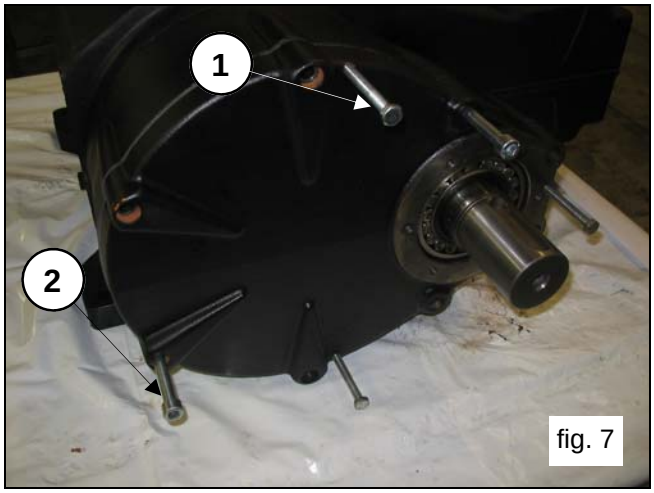

fig. 7
Insert n.3 dowels or M8 threaded screws (pos.①, fig.7) in the apposite holes to aid extraction, and two sufficiently long M10 screws in order to support the cover (pos.②, fig.7).